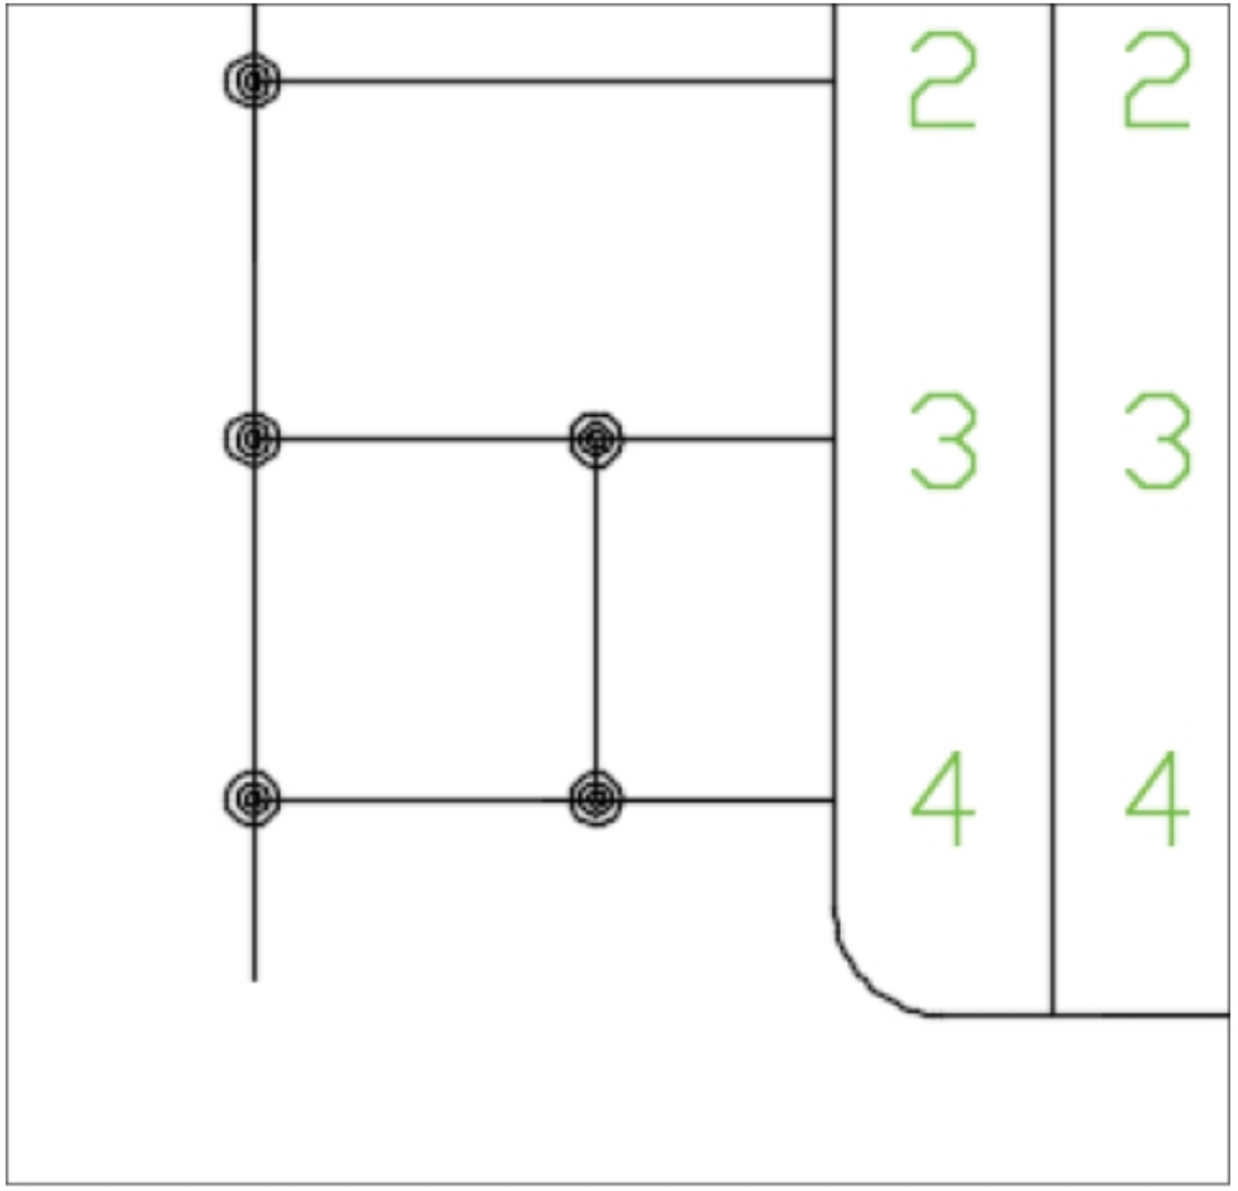

Figure-39. Wire connected
- Click on the wire connected to connector number **3** in the left and connect it to the wire connected to connector number **4**; refer to Figure-39.